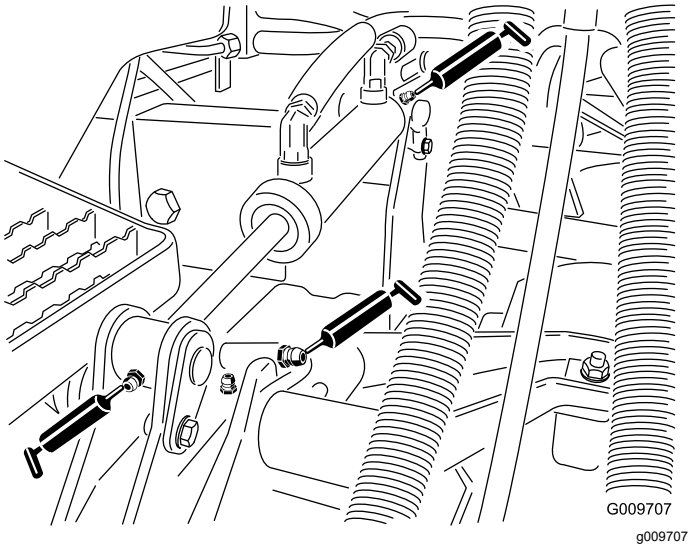

Figur 77
- Løftearmsbøsninger (1 pr. klippeenhed) som vist i Figur 77
- Løftecylinderbøsninger (2 pr. klippeenhed) som vist i Figur 77